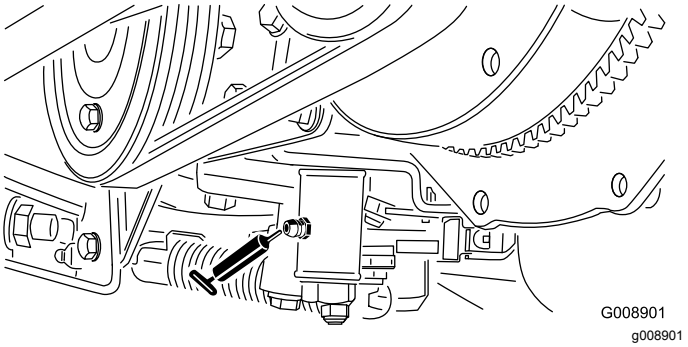

Figur 56
- Justeringsmekanism för neutralläge (Figur 56)